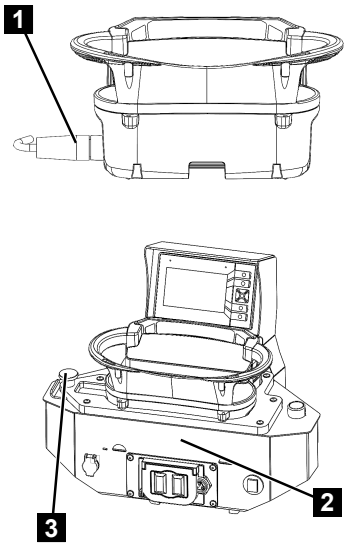

Fig. 134
2. Optionally connect the cable (Fig.134/1) to the control panel.
3. Insert the radio remote control into the control panel (Fig.134/2).
4. To lock, push the arrestor (Fig.134/3) to the right, the toggle will engage.